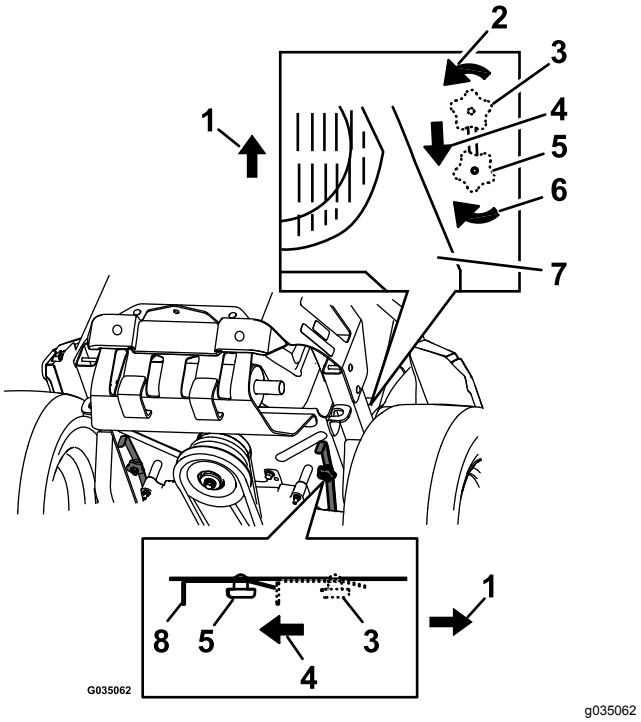

Figure 33
4. Pour pousser la machine, déplacez les deux boutons de dérivation en arrière et bloquez-les en place (Figure 33).
6. Pour faire fonctionner la machine, amenez les boutons de dérivation en position AVANT et verrouillez-les en place (Figure 33).